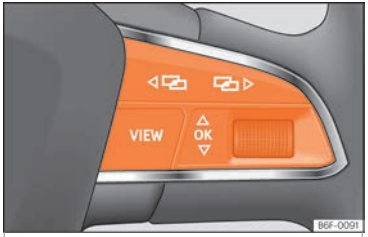

Fig. 114 Lado derecho del volante multifunción: teclas para utilizar los menús y las indicaciones informativas del cuadro de instrumentos.
Mientras haya una advertencia con prioridad 1 ››› **pág. 113**, no se podrá acceder a ningún menú. Algunas advertencias se pueden confirmar y ocultar con la tecla OK del volante multifunción ››› **fig. 114**.
- Si se muestra un mensaje o el pictograma de un vehículo, pulse la tecla OK ››› **fig. 114**; si es necesario, varias veces.
- Para cambiar de menús use las teclas ◁ o ▷ ››› **fig. 114**.
- Para abrir el menú o la indicación informativa que se muestre, pulse la tecla OK ››› **fig. 114** o espere algunos segundos hasta que el menú o la indicación informativa se abra automáticamente.
- En el menú visualizado, gire la ruedecilla derecha del volante multifunción ››› **fig. 114** hasta que se marque la opción de menú deseada. La opción aparece enmarcada.
- Pulse la tecla OK ››› **fig. 114** para realizar las modificaciones deseadas. Una marca indica que la función o el sistema en cuestión están activados.
Pulse la tecla ◁ o ▷ ››› **fig. 114**.